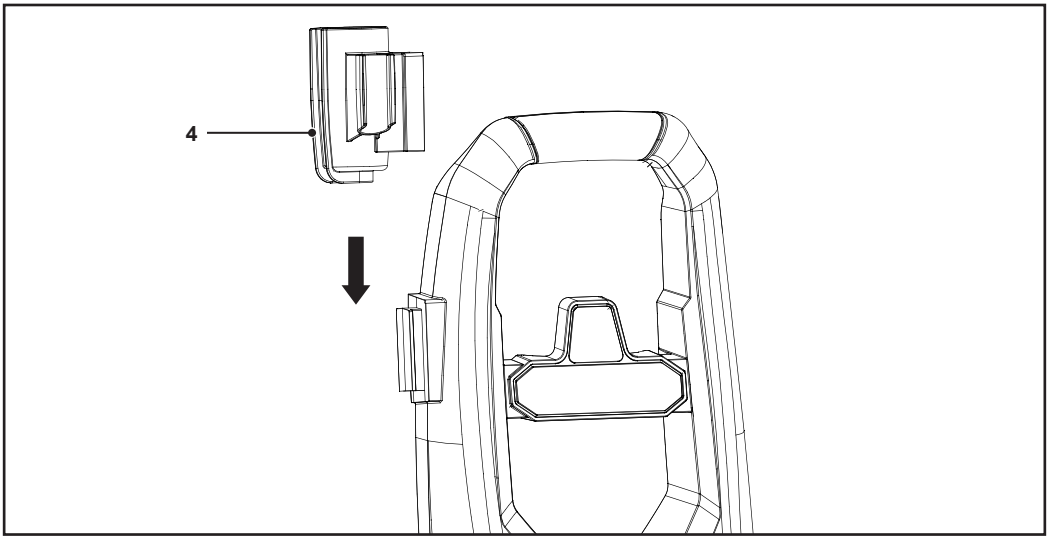

Rys. 2
2. Wsunąć uchwyt na pistolet i akcesoria (4) w szczelinę znajdującą się z boku urządzenia (rys. 2).